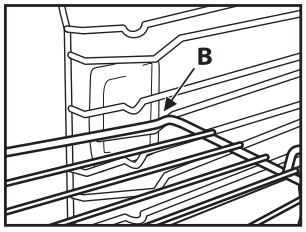

Рис. 2
2. Наклоните решетку с учетом положения фиксации B (Рис. 2).